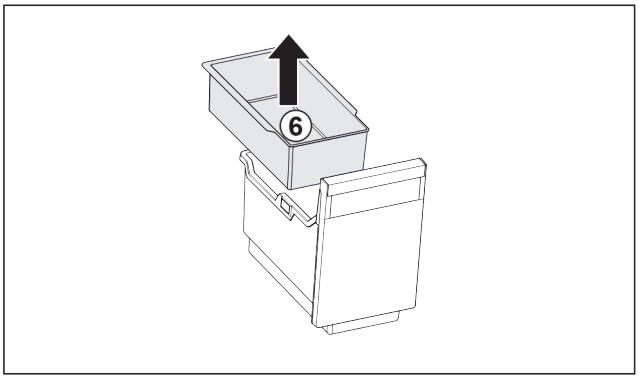

Fig. 19
▶ Извлеките *Fig. 19 (6)* подвесной лоток.